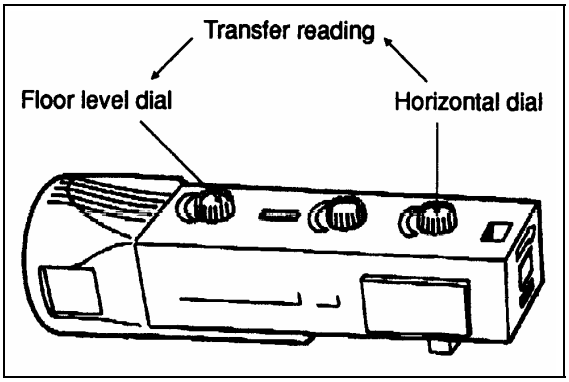

FIGURE 55: HEADLIGHT ALIGNER 06089
6. Set according to floor slope. Transfer positive (+) or negative (-) reading of horizontal dial to the floor level offset dial to offset floor slope on each aligner (Fig. 55). Push on the floor level offset dial to register reading.